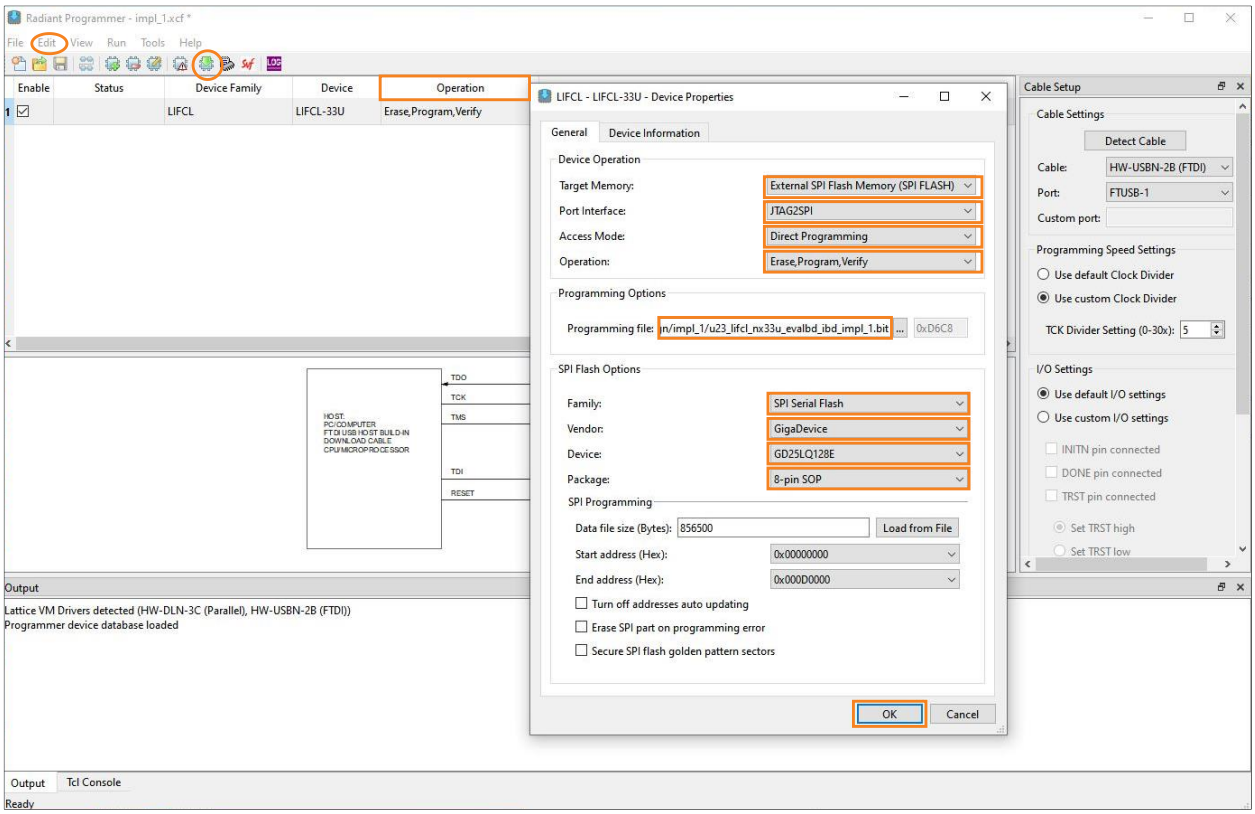

Figure 6.1. Radiant Programmer GUI
1. Launch the Radiant Programmer. Navigate to the **Edit** > **Device Properties…** menu item or click the **Operation** area to bring up the **Device Properties** window as shown in Figure 6.1.
3. Select the bitstream file from the **Bitfiles** folder and choose the **SPI Flash Options** as shown in Figure 6.1.